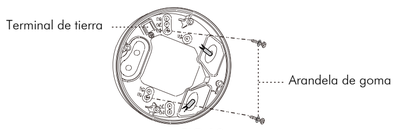

FIG.13
3.4.3.3 Elija los orificios adecuados para fijar la caja de conexiones en la superficie de la placa del techo con 2 tornillos para madera fijados con una arandela de goma (véase la FIG.13).